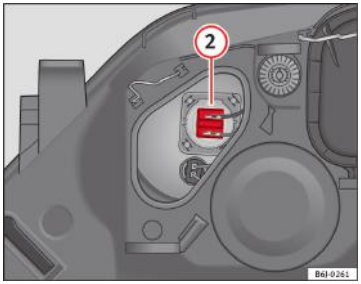

Fig. 160 Farurile fază lungă
– Scoateți conectorul ⇒ fig. 160 (2) trăgându-l în afară.